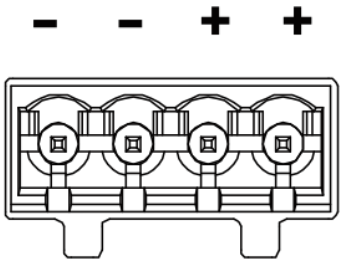

Figure 1-4 Wiring Sequence
- 4-Pin Phoenix Terminal Input: See "Figure 1-4 Wiring Sequence".